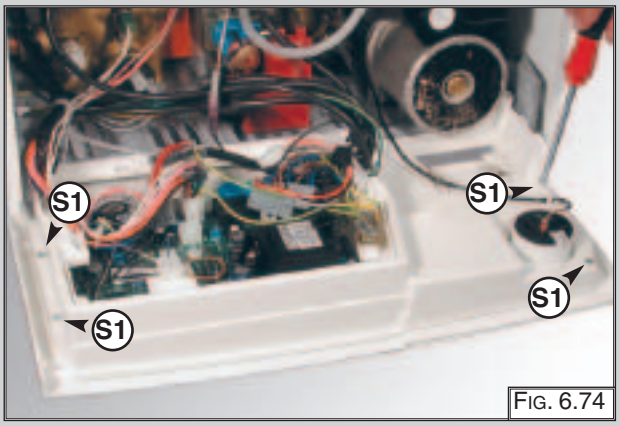

Fig. 6.74
5. Remove the screws “S1” (Fig. 6.74);